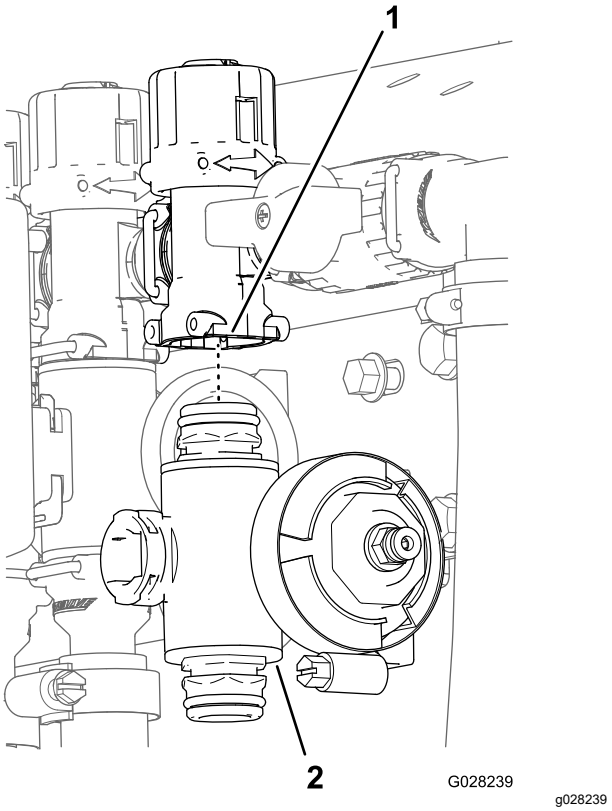

Figuur 75
3. Bij de kleppen van de linker- en rechterspuitbomen: verwijder de flenskopbouten en flensmoeren waarmee de klep/kleppen van de spuitbomen op de klepbevestiging zijn gemonteerd, en verwijder de klepverdeler(s) van de machine. Bij de klep van de middelste spuitboom: verwijder de spuitboomklepverdeler van de machine (Figuur 75).